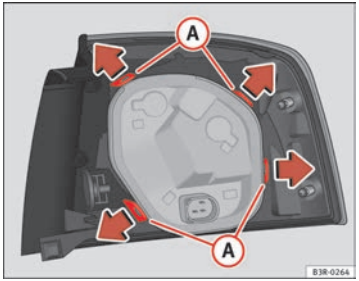

Fig. 227 Retaining tabs on reverse side of rear light
– Release the retaining tabs (A) ⇒ fig. 227.
– Lift the bulb carrier off in the direction of the arrow (B).